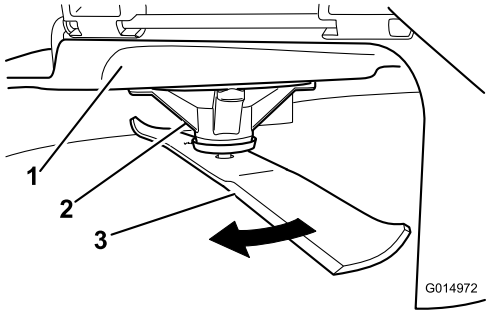

Figuur 53
2. Draai terwijl u dikke handschoenen of andere adequate handbescherming draagt langzaam het te meten mes in een stand die effectieve meting mogelijk maakt van de afstand tussen de maairand en het egale oppervlak waarop de machine staat (Figuur 53).